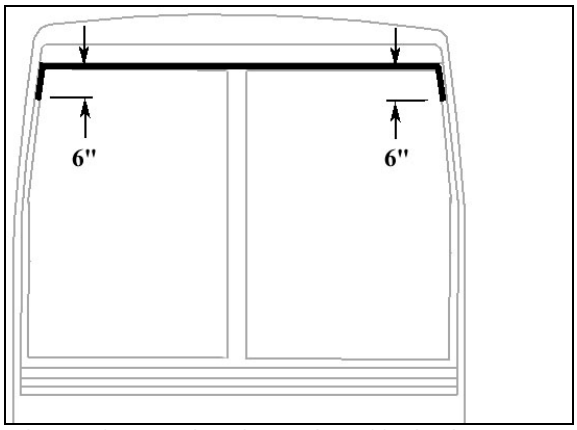

FIGURE 59: APPLICATION DE SIKA 221 GRIS
8. Appliquer du Sika 221 noir (Figure 59) entre la fibre de verre et la pièce extrudée en caoutchouc.